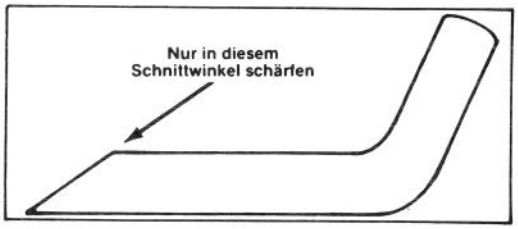

Abbildung 14
6. SCHÄRFEN DES MESSERS — Schärfen Sie die Oberkante des Messers, wobei Sie den ursprünglichen Schnittwinkel bewahren (Abb. 14). Wenn gleichviel Material von beiden Schnittflächen entfernt wird, bleibt das Messer balanciert.